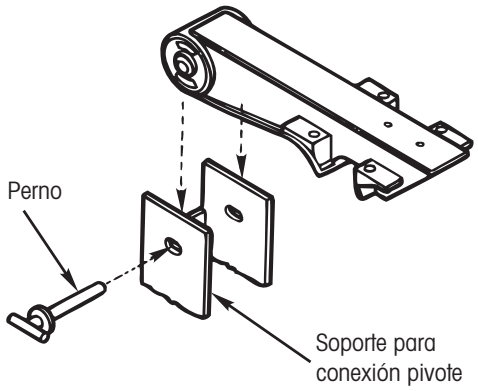

Figura 12. Instalación de la viga
- **Vigas de Suspensión sin Perchas** — (consulte la Figura 12). Baje la viga de la suspensión en el soporte de conexión pivote y en la parte superior del eje. Alinie las ranuras en el soporte de conexión pivote con el metal interno del agujero del buje e inserte el perno (Figura 12). Repita el procedimiento en la viga restante.